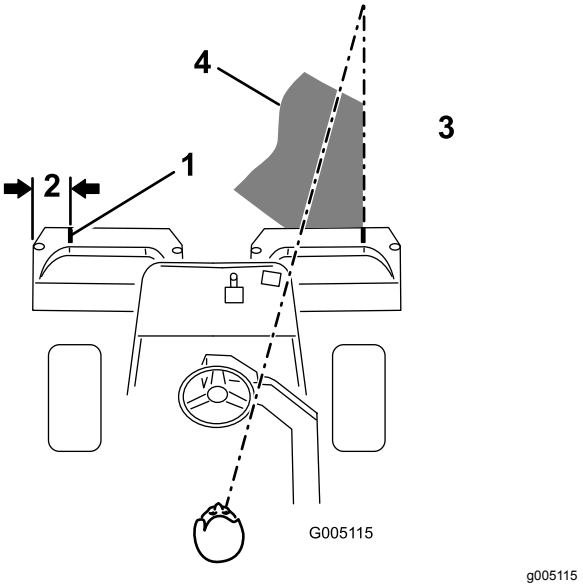

Figur 12
2. Placer enten et stykke hvidt tape, eller tegn en linje på hver enkelt opsamler parallelt med den ydre kant på hver enkelt opsamler (Figur 12).